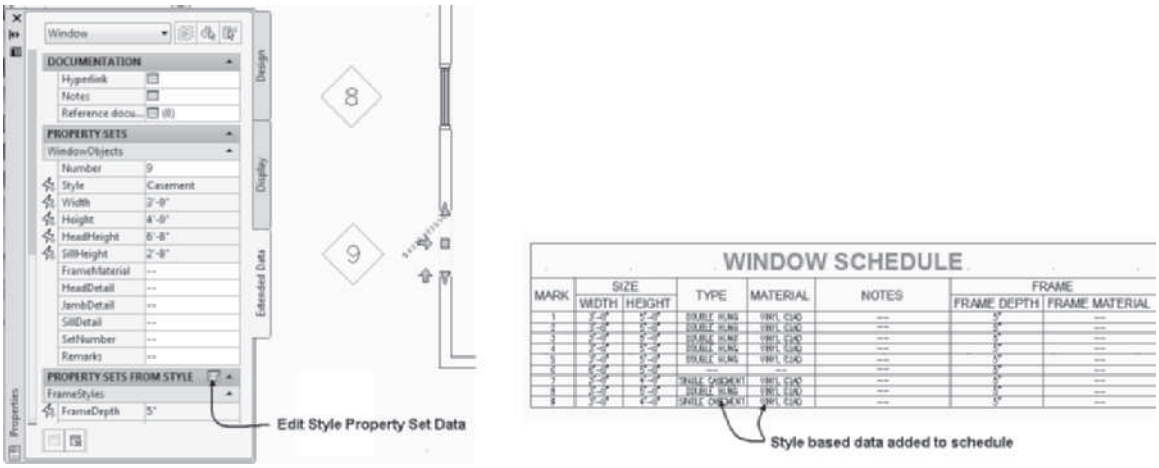

FIGURE 11.65 *Window Type and Material data entered in the schedule from style-based properties*
16. Double-click the window tagged number **9** to open the **Properties palette**. Choose the **Extended Data** tab. Choose the **Edit Style Property Set Data** button. Scroll down to the Window Styles property set and type **SINGLE CASEMENT** in the **Type** field and type **VINYL CLAD** in the **Material** field. Click **OK** to dismiss the **Edit Property Set Data** dialog box. Press ESC to end selection. Type and material data are added to the schedule as shown in Figure 11.65.